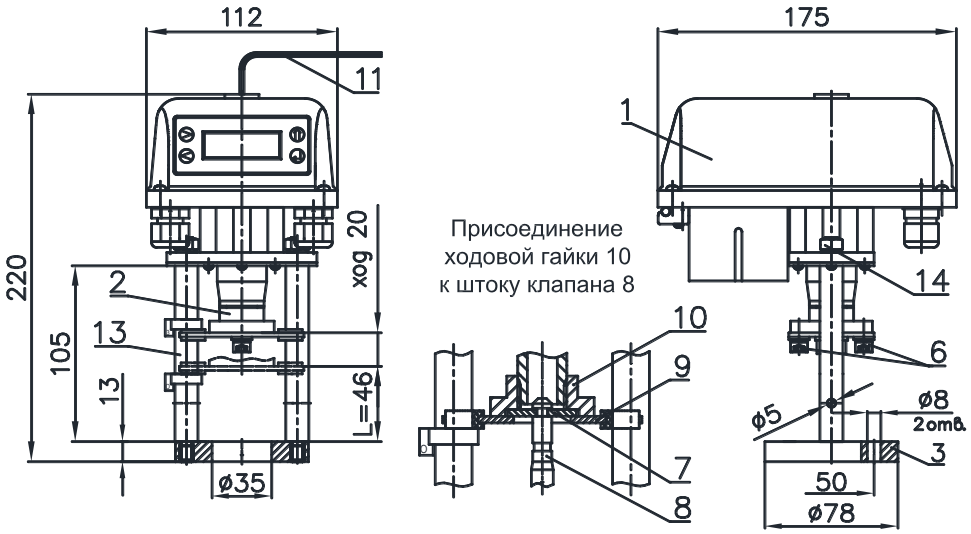

Рисунок 1 - ВЭП-228МВ
- электропривод (рисунок 1 – позиция 1);
- винтовая передача (рисунок 1 – позиция 2).